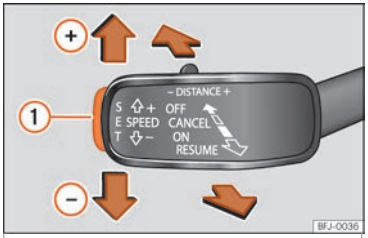

Abb. 255 Links an der Lenksäule: Tasten zur Bedienung des Geschwindigkeitsbegrenzers.
- Drücken Sie während der Fahrt die Taste **SET** ››› Abb. 255 ①.
- Drücken Sie die Taste **SET** ››› Abb. 255 ①, um die Geschwindigkeit in kleinen Schritten von 1 km/h (1 mph) zu reduzieren.
Wenn Sie den Geschwindigkeitsbegrenzer – beispielsweise zum Überholen – vorübergehend deaktivieren möchten, schieben Sie den Hebel in Stellung **CANCEL** oder drücken Sie die Taste ››› Abb. 255 ②.